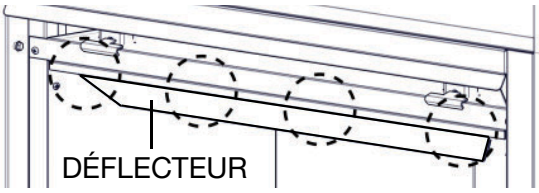

Fig. 1
C. Pour faciliter l'assemblage, retirez les quatre tête hexagonale de fixation du déflecteur de l'intérieur de la partie supérieure avant de la chambre de combustion **(Fig. 1)**.